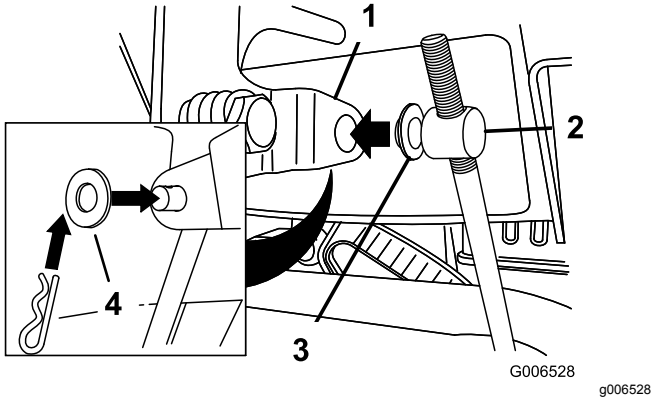

Figur 7
3. Anbring en flad spændeskive på drejetappen (Figur 7).
6. Træk hastighedskontrolstangen op, og sæt drejetappen ind i hullet i farthåndtaget (Figur 7).
B. Tag drejetappen af hastighedsvælgerstangen (Figur 7).
C. Drej drejetappen nedad (med uret) på hastighedskontrolstangen (Figur 7).
D. Sæt drejetappen på hastighedsvælgerstangen (Figur 7).
C. Drej drejetappen opad (mod uret) på hastighedskontrolstangen (Figur 7).